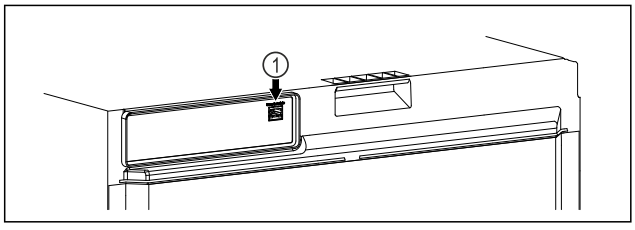

Fig. 112
❑ SmartModule *Fig. 112 (1)* is geplaatst.